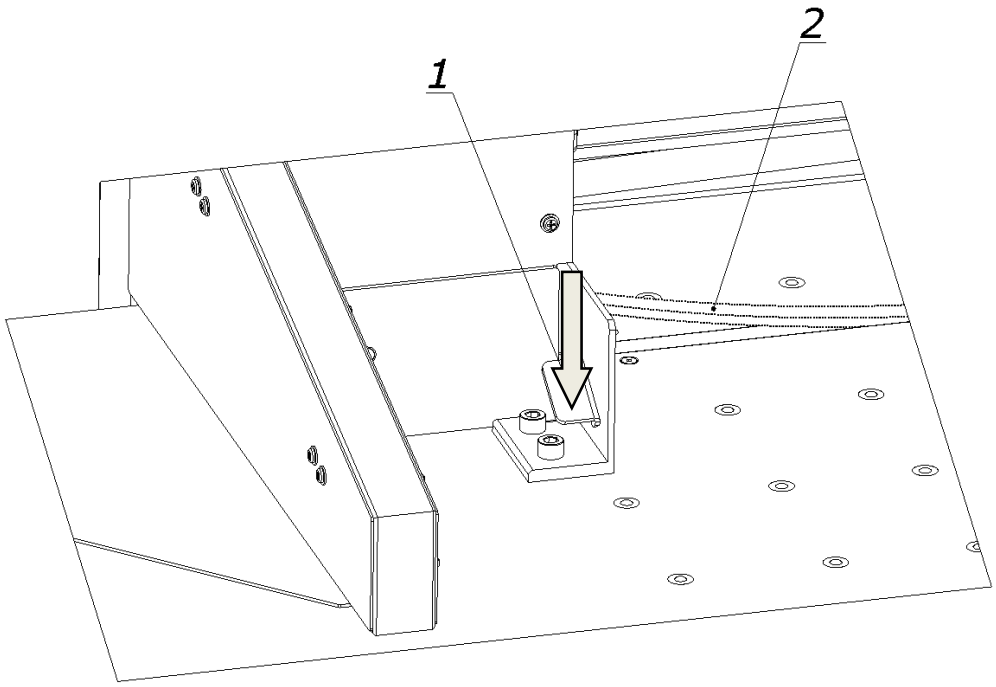

Fig. 37 Cutting stick removal.
1. Press lever 1 and lift cutting stick 2 (Fig. 37).